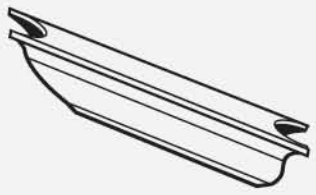

FIG. 60
- The fluted baluster spacers may interfere with the balusters when installed, depending on the stair angle. The hidden corners of the baluster spacer may need to be trimmed with a utility blade prior to installation. **(REFER TO FIG. 60)**